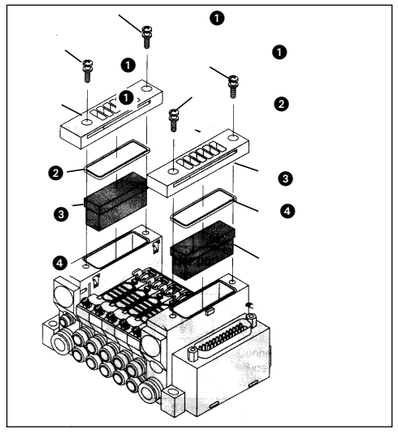

Figura 22
Desmontaje del elemento silenciador incorporado (Figura 22). Suelte los tornillos de retención ❶ (Figura 22). Retire la cubierta ❷ (Figura 22). Conserve la junta ❸ (Figura 22). Quite el elemento instalado ❹ (Figura 22) y deséchelo.
Sustitución del elemento (Figura 22)